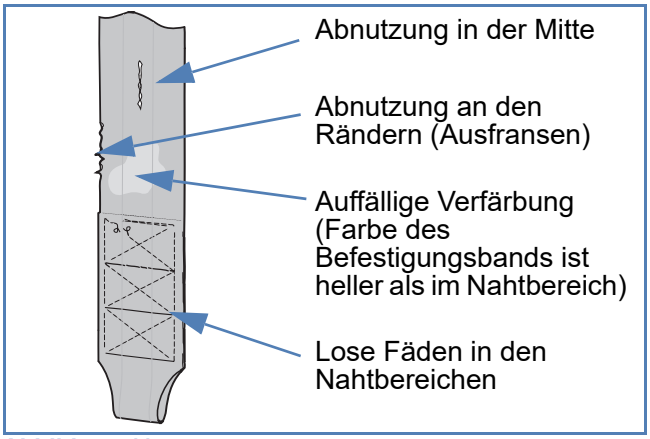

Abbildung 11
- Das Band gemäß Abbildung 11 auf Anzeichen von Verschleiß oder Verfärbung prüfen.